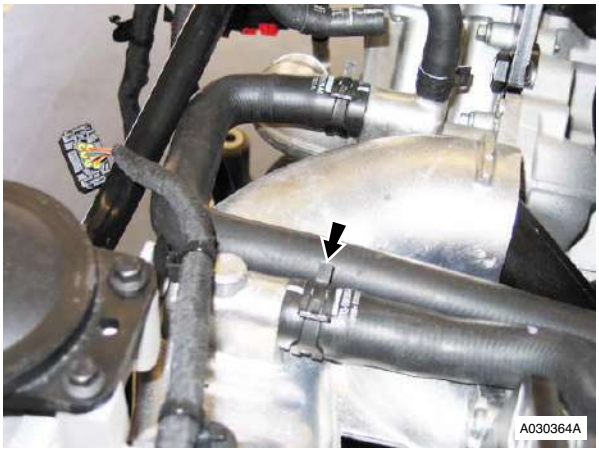

Figure 5
6. Disconnect heater return hose (clip x1) (refer to Figure 5).